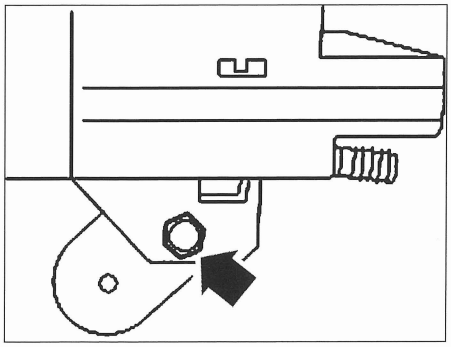

FIG. 78
• Aflojar el tornillo de sujeción del techo corredizo **(fig. 78)**.